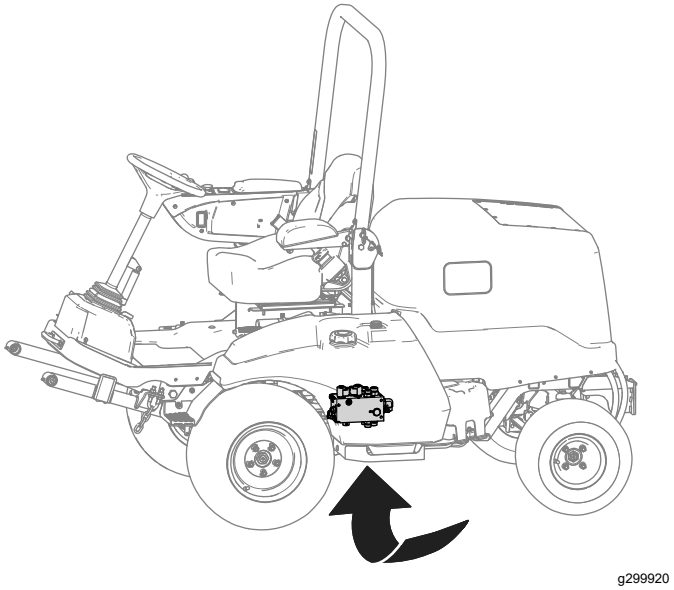

Figura 9
A. Mettete una bacinella di spurgo sotto il collettore idraulico (mostrato in Figura 9).